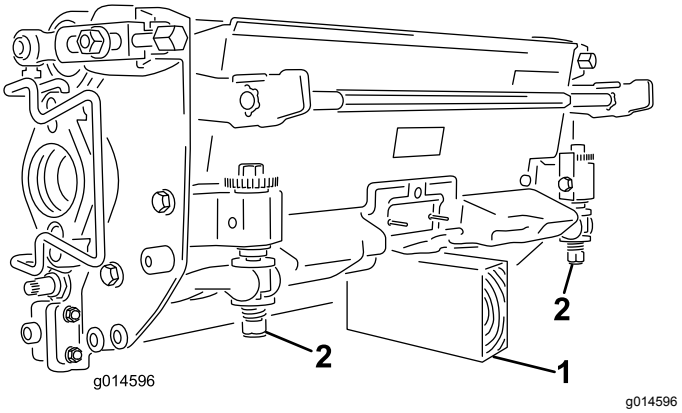

**Figur 40**
***Vigtigt:*** **Når det er nødvendigt at vippe klippeenheden, skal bagenden af klippeenheden understøttes for at sikre, at møtrikkerne på bundtværstangens justeringsskruer ikke hviler på arbejdsfladen (Figur 40).**